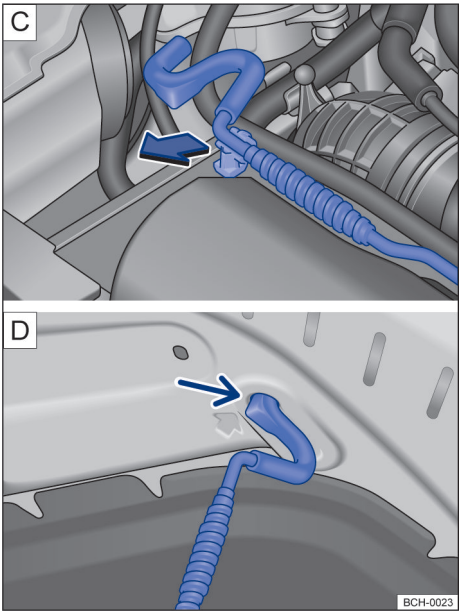

Fig. 174 C Haste de sustentação da tampa do compartimento do motor. D Tampa do compartimento do motor apoiada na haste de sustentação.
– Retirar a haste de sustentação do suporte no sentido da seta → Fig. 174 C e posicioná-la na abertura na tampa do compartimento do motor → Fig. 174 D.
– Retirar a haste de sustentação do furo → Fig. 174 D e encaixá-la no suporte do fecho → Fig. 174 C.